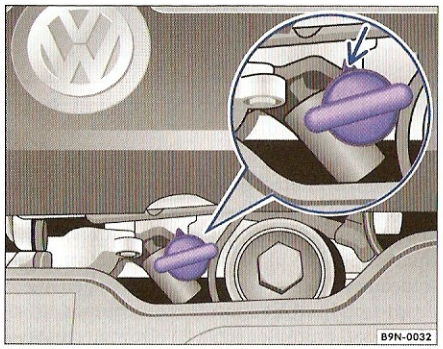

Fig. 11 Compartimentul motor: Joja.
– Scoateți joja ⇒ pagina 54, fig. 11".
- Dacă joja este echipată cu un element de prindere ⇒ pagina 54, fig. 11" -săgeata-, atenție ca acesta să se potrivească în elementul de prindere de pe țeava de ghidare. În caz contrar, nivelul uleiului nu va fi măsurat corect pericol de defecțiune la motor! ◀